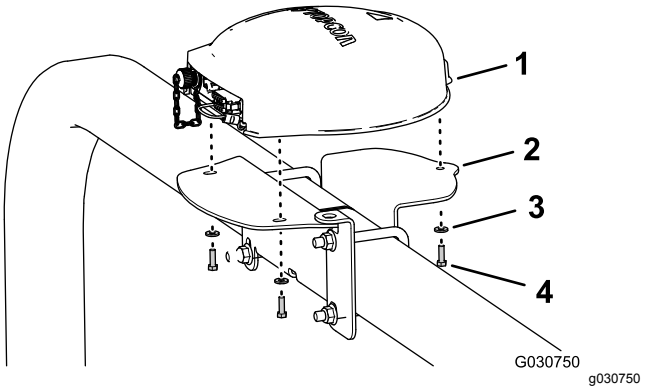

**Figur 145**
4. Placer de 3 gevind i bunden af navigations-modtageren, så de passer med de tre huller i modtagerbeslaget (Figur 145).
5. Monter modtageren på beslaget (Figur 145) med de 3 sekskantbolte (5 x 16 mm) og 3 spændeskiver (5 mm).